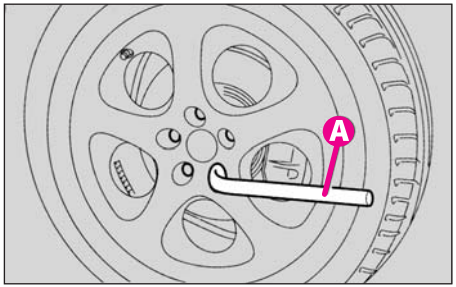

fig. 5
-folosind cheia din dotare (**A-fig. 5**), slăbiți șuruburile de fixare cu aproximativ o rotație.